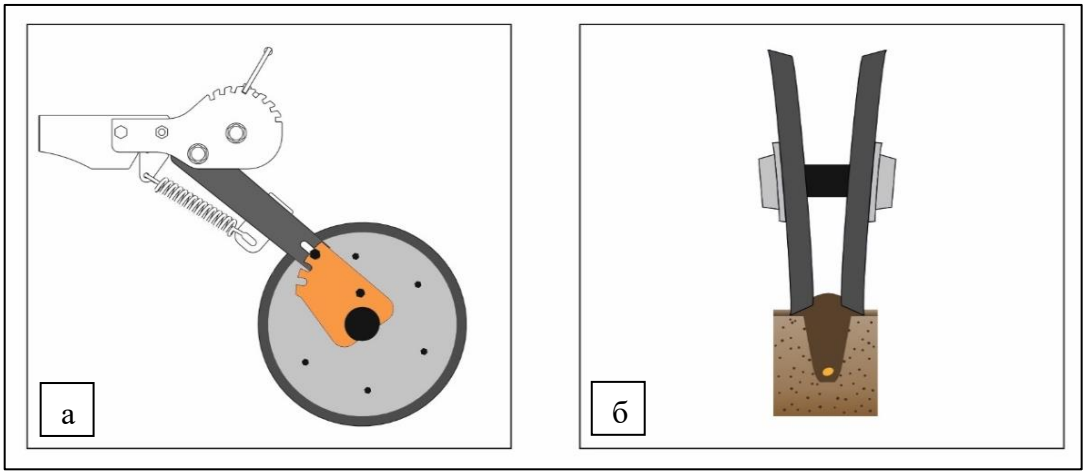

Рисунок 30 – Укрывающие колёса в первом положении (вид в разрезе):
Первое положение – паз (1) кронштейна колёс. В таком положении укрывающие колёса формируют насыпь пожнивных остатков над посевной бороздой, рис. 30.